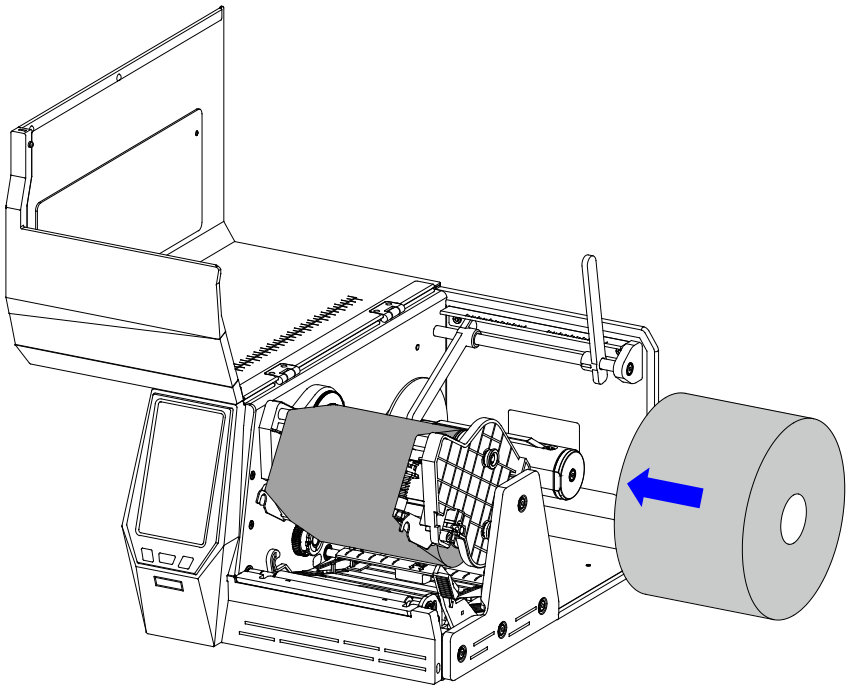

Figure 2-18 Load the Media
3. Slide the Right Media Roll Guide to the far right end and lift it up. Load the media roll onto the media spindle, and make sure that the media roll touches against the Left Media Roll Guide, as shown in Figure 2-18.